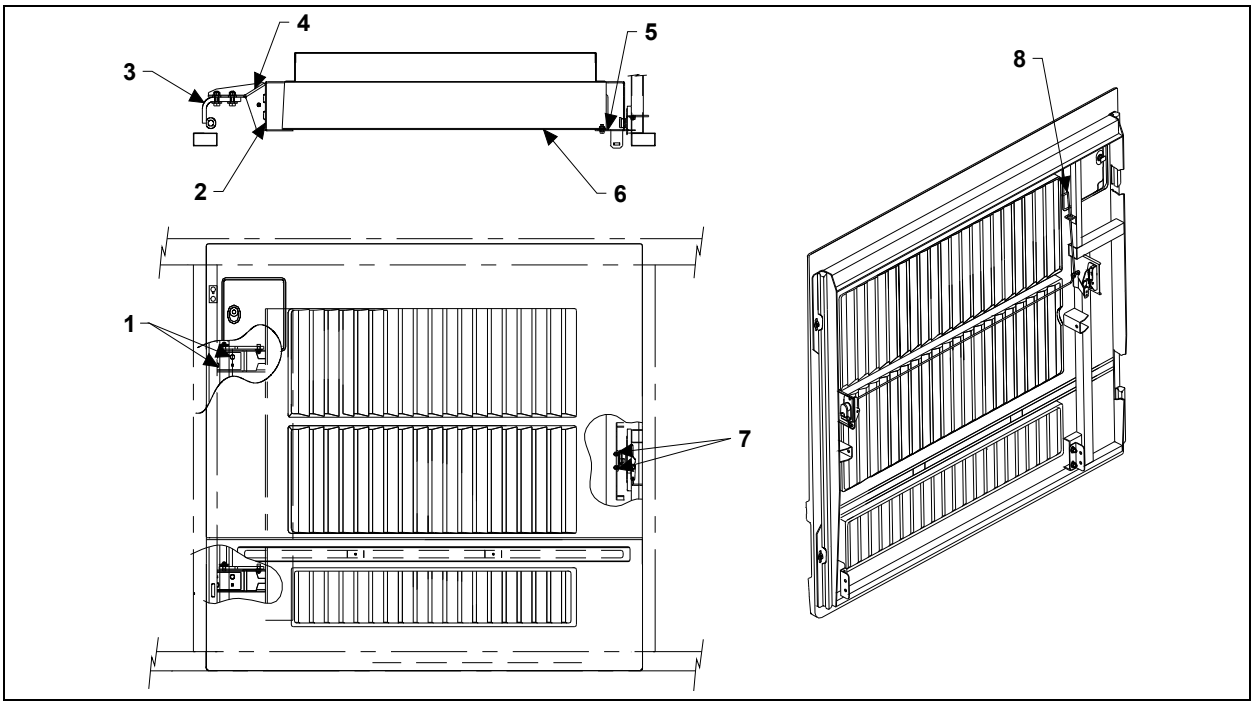

FIGURE 67: CONDENSER DOOR D280201
2. Loosen the nuts (1, Figure 67) holding the hinge (3, Figure 67) to hinge attachment (4, Figure 67). Loosening nuts (1, Figure 67) allows the condenser assembly to be shifted "LEFT or RIGHT" and "UP or DOWN".
5. Loosen bracket nuts holding the panel to condenser. Panel (6, Figure 67) may be shifted "IN or OUT", "LEFT or RIGHT" and "UP or DOWN".
6. Adjust condenser panel at brackets (2, Figure 67) and (5, Figure 67).